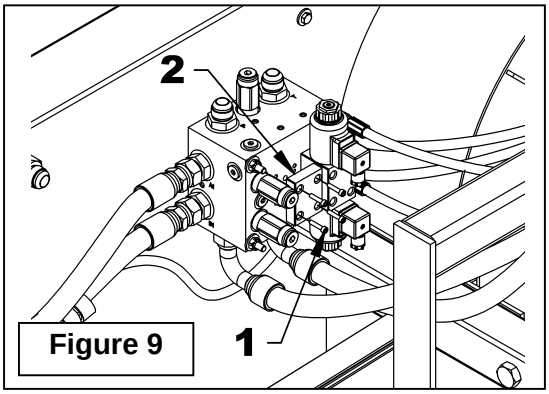

Figure 9
10. **Figure 9: Enlever** les vis à tête cylindrique 10-24 X 7/8" (item 1) et retirer la plaque (item 2). S'assurer d'enlever les joints toriques collés sur le bloc hydraulique et bien nettoyer les quatre orifices avant d'installer la valve.